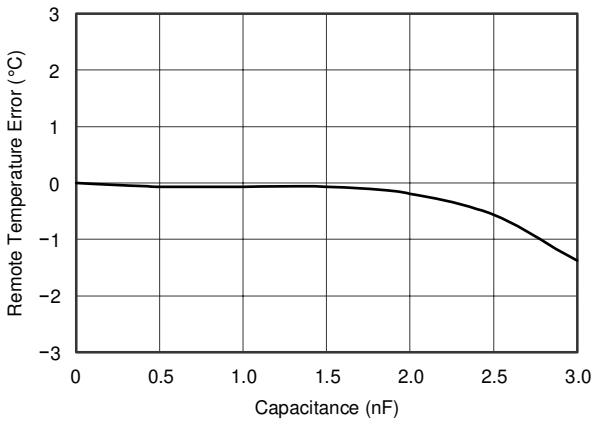
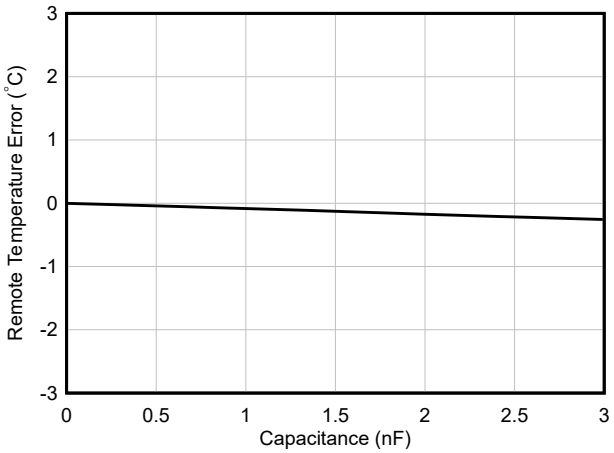
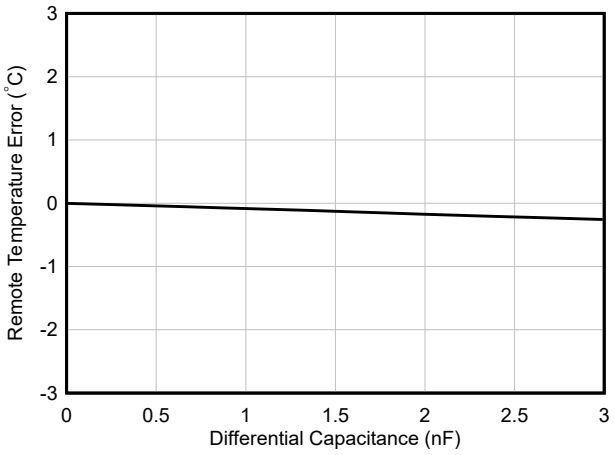

Figure 6-12. Remote Temperature Error vs Differential Capacitance (Legacy Chip)
Figure 6-13. Remote Temperature Error vs Differential Capacitance (New Chip)
Figure 6-28. Remote Temperature Error vs Differential Capacitance
C. C_{DIFF} (optional) must be < 1000pF in most applications. Selection of C_{DIFF} depends on the specific application; see Filtering, Figure 6-12 (Figure 6-13 for the new chip), and Figure 6-28.
The TMP411-Q1 and TMP411D-Q1 devices tolerate differential input capacitance of up to 1000pF with minimal change in temperature error. The effect of capacitance on the sensed remote temperature error is shown in Figure 6-12 (Figure 6-13 for new chip) and Figure 6-28.